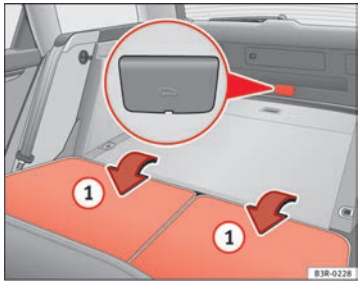

Fig. 75 Detail of the rear seats and luggage compartment: access to the emergency release mechanism
– Fold down both rear backrests (1) ⇒ Fig. 75.